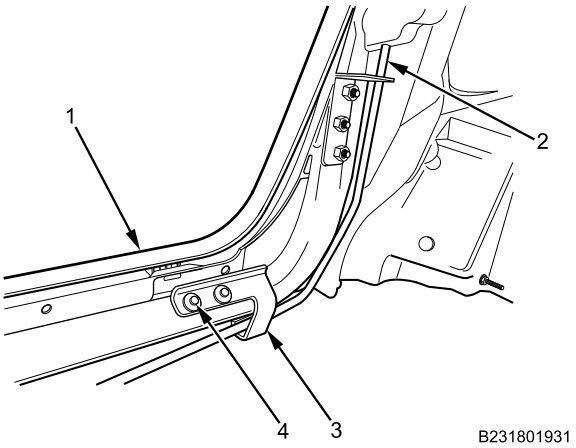

Figure 1. Torsion Bar and Bracket.
1. Using assistant, support hood assembly (Figure 1, Item 1).
2. Remove two bolts (Figure 1, Item 4), bracket (Figure 1, Item 3), and hood torsion assist bar (Figure 1, Item 2) from hood assembly (Figure 1, Item 1).